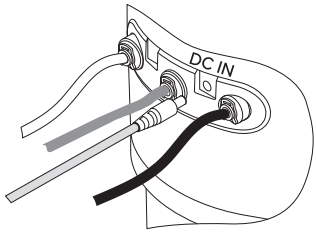

Fig. 11
- Insert the plug of the power supply into the outlet, and the plug from the power supply into the socket in your RO unit (Fig. 11).
- To start the flushing, move the pointer on the display to the “flush” icon and press the confirmation button (see Appendix “RO Pro Control Unit”, item 7).